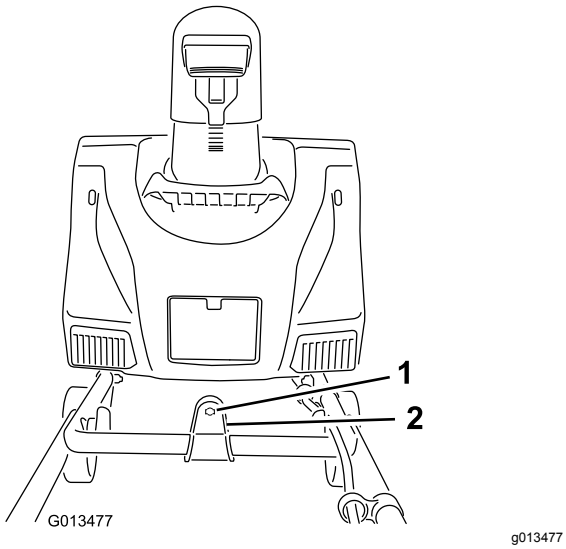

Figur 4
2. För in änden på utkastarens reglagestång genom det maskinbearbetade införingshålet på fästet som sitter längst upp på det nedre handtaget (Figur 4).